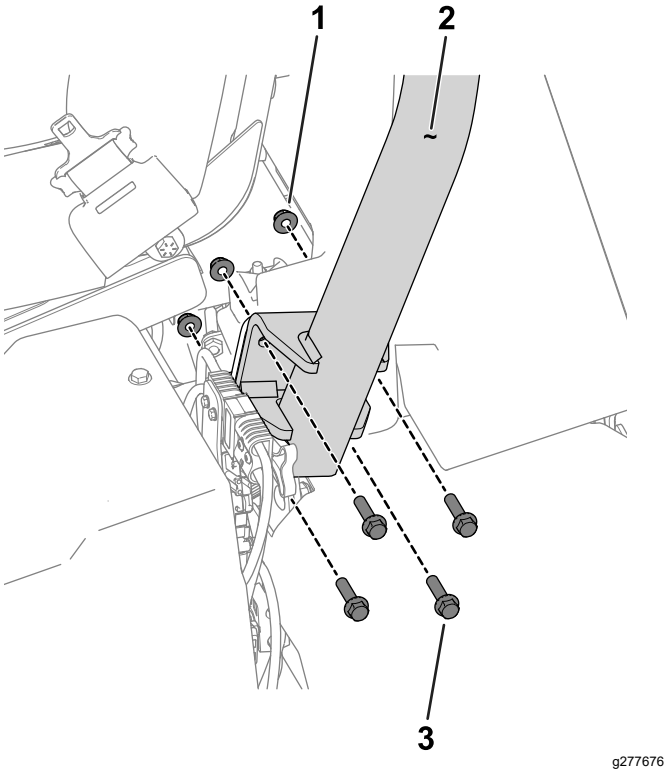

**Figur 3**
3. Brug 8 sekskantbolte (⅜" x 1½") og 8 møtrikker (⅜") til at fastgøre styrtbøjlen til styrtbøjlebeslagene på hver side af maskinen (Figur 3).